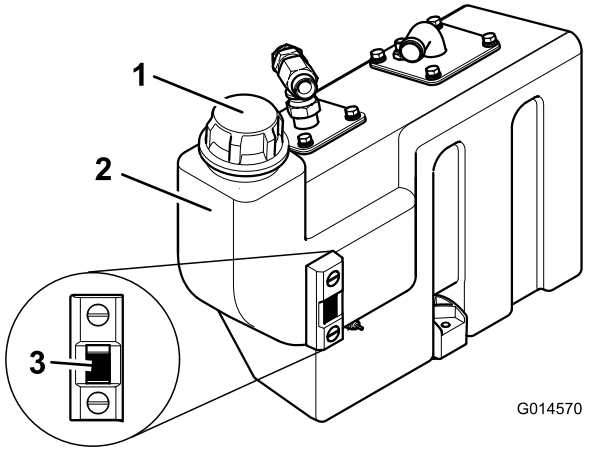

Figur 29
3. Hvis det trengs mer hydraulikkolje, rengjør rundt påfyllingshalsen og lokket på hydraulikktanken (Figur 29), og ta av lokket.